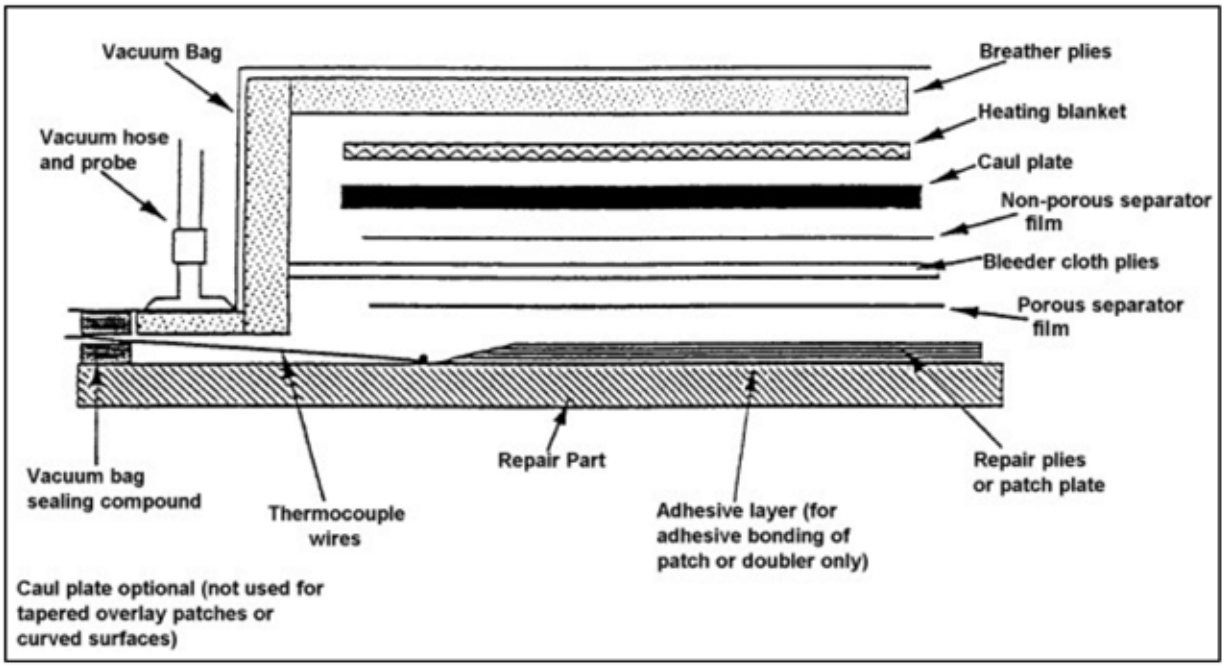

FIGURE 3-9. Sample bagging layup cross section.
(3) Poncez légèrement, puis frottez toute la zone avec un nettoyant acceptable. Préparez les patches exactement comme vous l'avez fait pour la méthode de l'enture, en coupant chaque couche à la taille exacte de la matière enlevée. Passez de la résine au pinceau, poser le patch de la plus petite taille et éliminer soigneusement toutes les bulles d'air de la résine. Ensuite, posez le patch de plus grande taille pour fixer la précédente couche de fibres de verre. Répétez le processus jusqu'à ce que la zone endommagée soit remplie.
(4) Appliquez une couche additionnelle de fibres de verre sur l'ensemble et couvrez toute la réparation avec un tissu d'arrachage. Retirez soigneusement toutes les bulles d'air de la résine et exercez une pression sur la réparation avec des sacs de sable ou une autre méthode appropriée, comme une mise sous vide. (Voir figure 3-9.) Une fois que la réparation supérieure a durci, répétez le processus pour la réparation inférieure.
3-4. PROCESSUS DE MISE SOUS VIDE ET D'ÉTUVAGE. La figure 3-9 montre un dispositif typique de mise sous vide pour une réparation localisée dans laquelle des couches imprégnées sont durcies sous une couche d'adhésif, et une nappe chauffante est utilisée pour fournir de la chaleur.